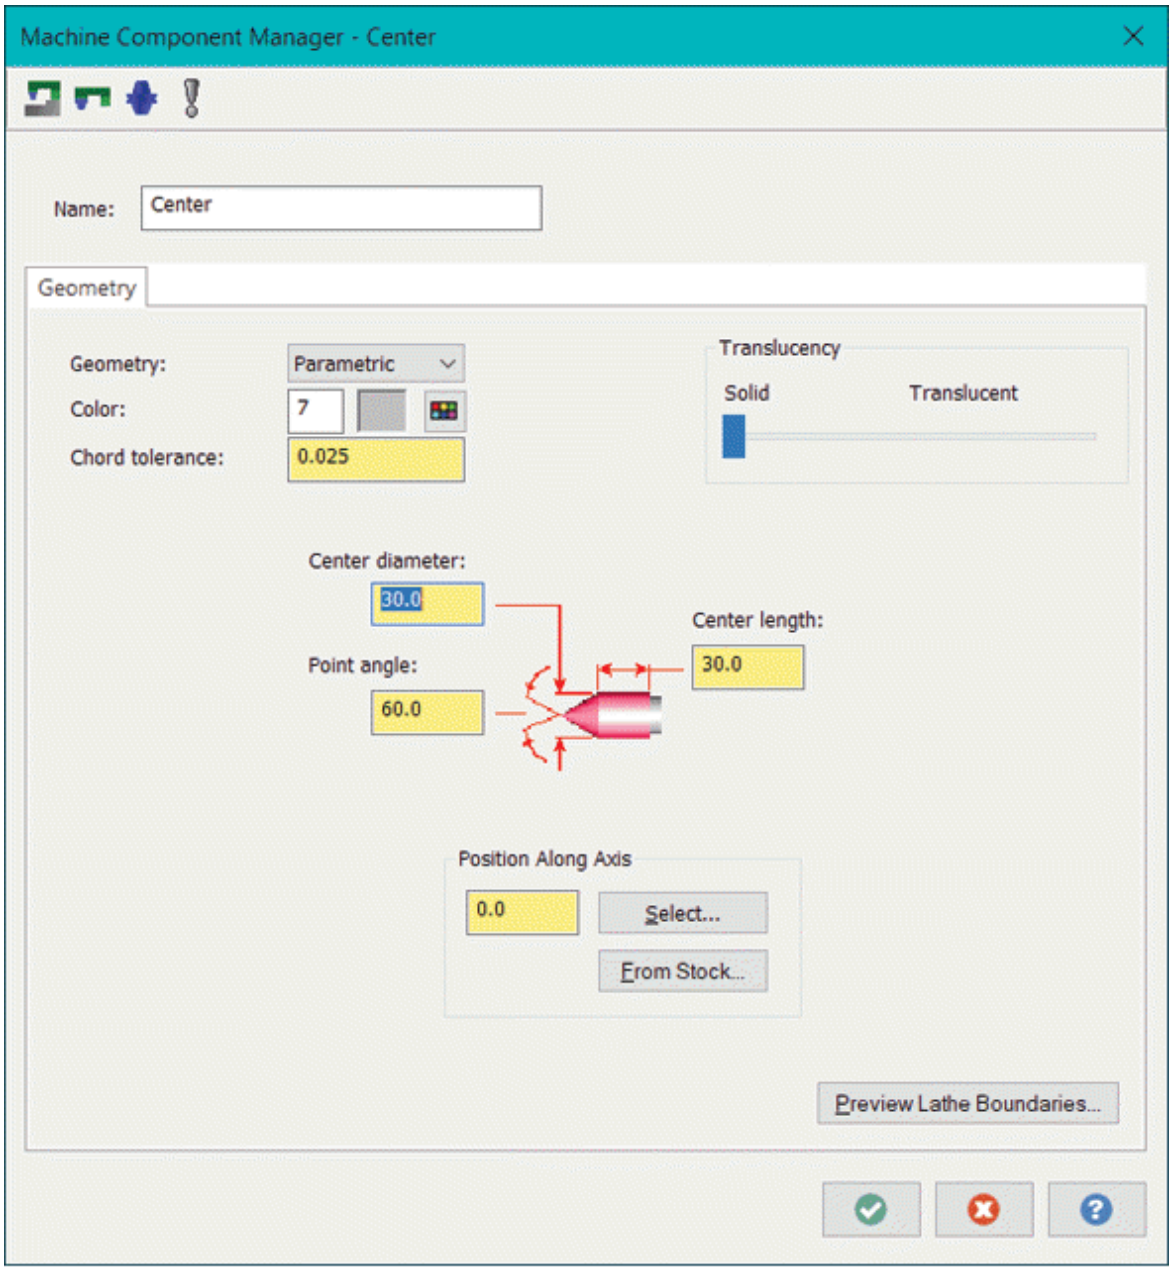

Figure-18. Machine Component Manager-Center dialog box
- Click on the **Properties** button from the **Tailstock Center** area of the dialog box. The **Machine Component Manager - Center** dialog box will be displayed; refer to Figure-18.